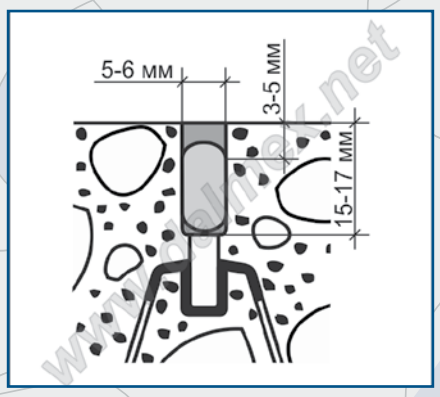

рис. 16
6.2.2. После очистки шва от шлама необходимо установить вилотерм диаметром 10 мм, уложив его в шов и оставив сверху полость 3-5 мм до финишной поверхности пола (см. рис.16).